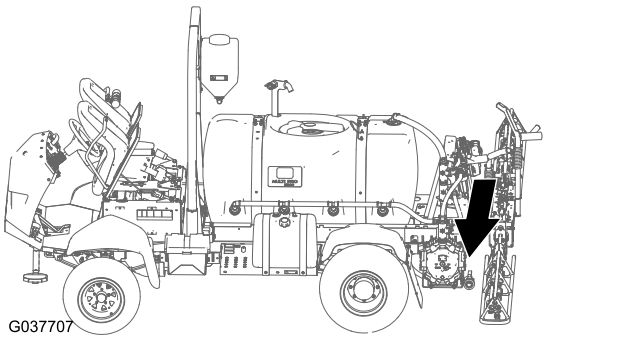
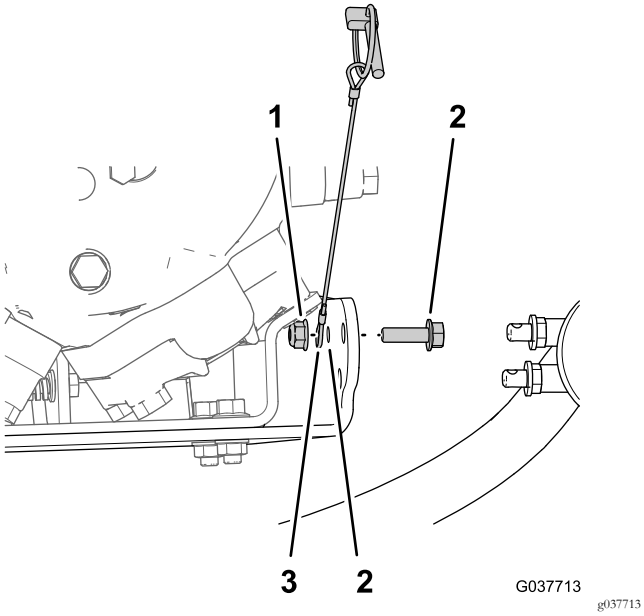

Figuur 80
Figuur 81
1. Monteer de kabel van de borgpen, flenskopbout (5/16 x 1") en flensborgmoer (5/16") die u verwijderd hebt in stap 4 van De machine gebruiksklaar maken (bladz. 5) in de opening van 8 mm in de hoek rechts achteraan van de beugel van de spuitpomp (Figuur 80 en Figuur 81).